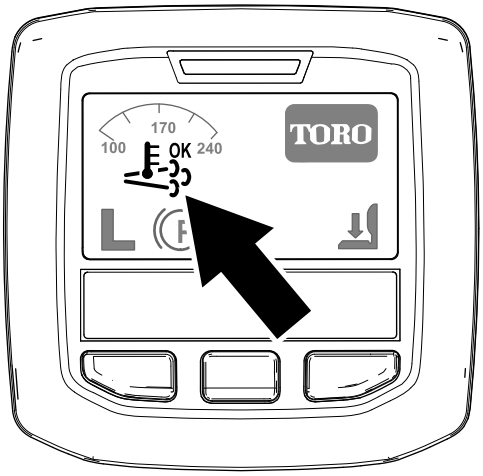

**Figuur 24**
- Het pictogram ondersteunde regeneratie verschijnt op het InfoCenter (Figuur 24).